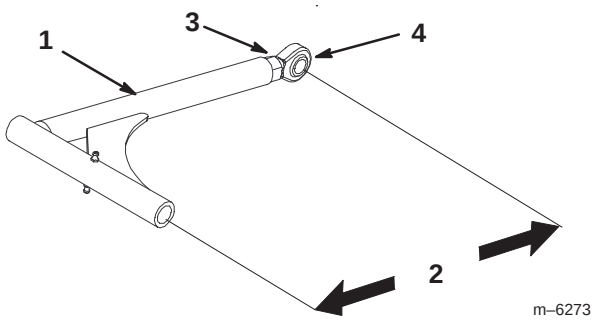

Figure 69
9. Si la poulie de renvoi fixe touche l'extrémité de la fente de réglage et si la courroie a besoin d'être tendue davantage, il est possible de modifier légèrement la longueur des bras de poussée (Fig. 69).